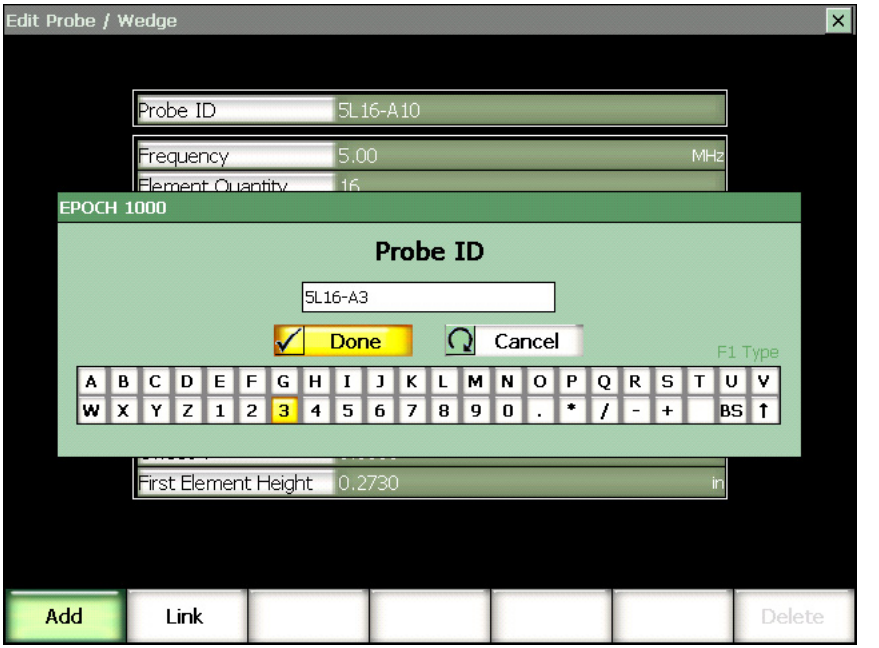

Figure 12-4 Adding a custom probe
3. Enter the desired probe ID name using the virtual keypad (see Figure 12-4 on page 310), and then press **[CHECK]** to complete.